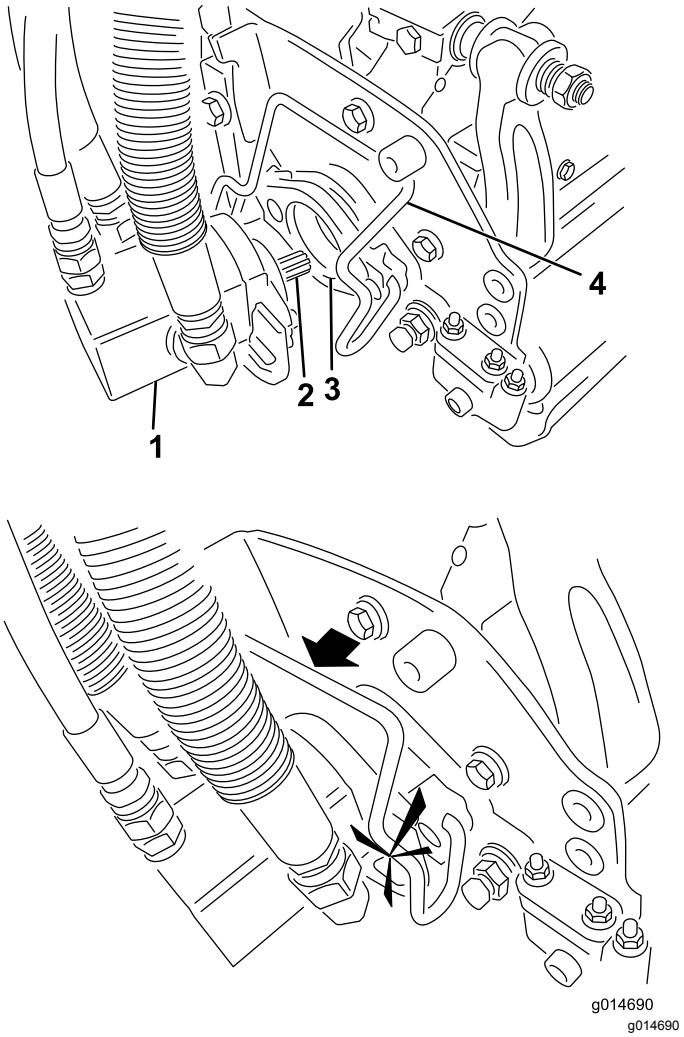

Figuur 31
5. Smeer schoon vet op de sleufas van de motor van het maaidek (Figuur 31).
6. Steek de motor in de linkerkant van het maaidek (gezien vanuit de bestuurdersstoel) en trek de motorbevestigingsstang op het maaidek in de richting van de motor totdat u aan beide kanten een klik hoort (Figuur 31).